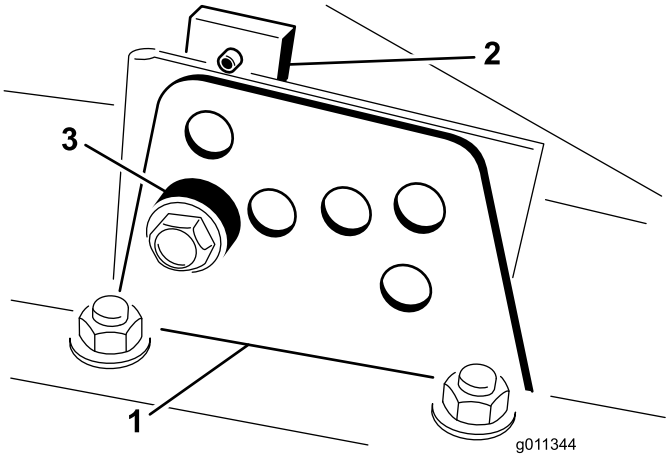

Figur 18
2. Lossa skruven som fäster klipphöjdsfästet på klipphöjdsplattan (längst fram och på vardera sida) (Figur 18).